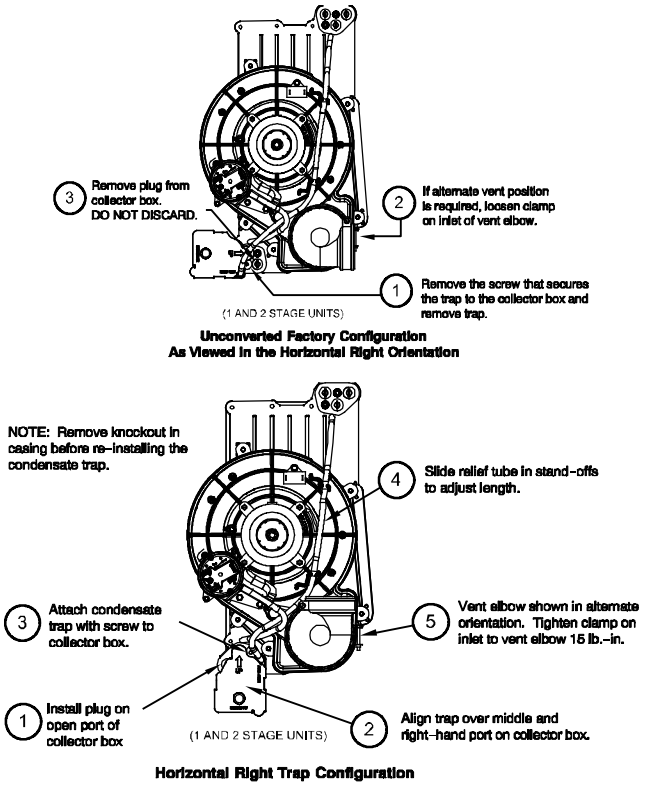
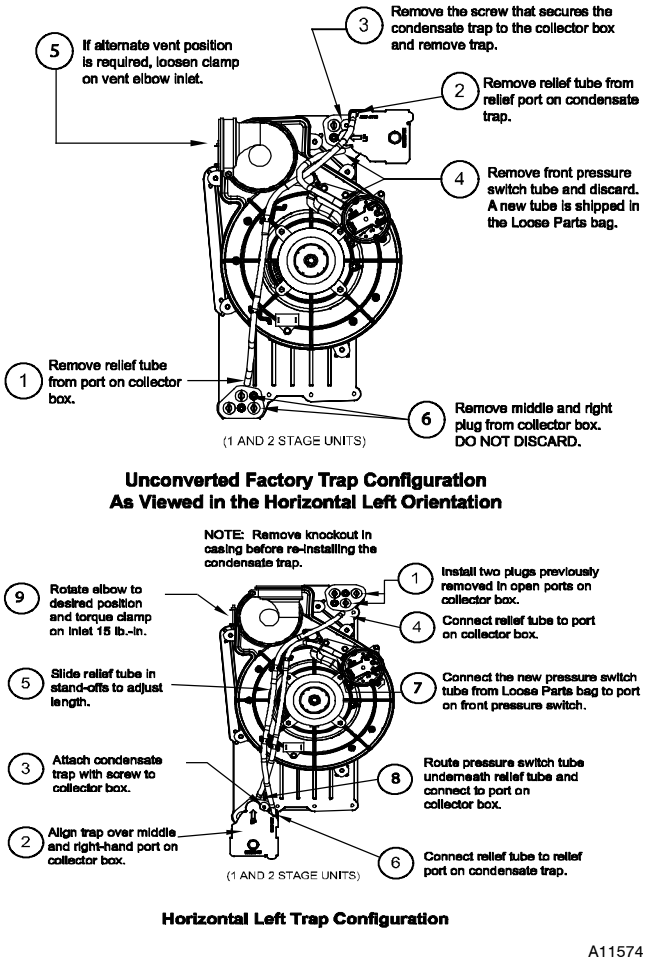

Fig. 11 - Horizontal Right Trap Configuration (Appearance may vary)
Fig. 12 - Horizontal Left Configuration (Appearance may vary)
When the furnace is installed in the horizontal right position, the condensate trap will be initially located at the bottom of the collector box, as received from the factory. See the top image in Fig. 11. When the furnace is installed in the horizontal left position, the condensate trap will be initially located at the top of the collector box, as received from the factory. See the top image in Fig. 12. In both cases the trap must be repositioned on the collector box for proper condensate drainage. See the bottom images in Fig. 11 and 12.
- Fig. 11 shows the condensate trap and tubing before and after relocation in the horizontal right position.
- Fig. 12 shows the condensate trap and tubing before and after relocation in the horizontal left position.